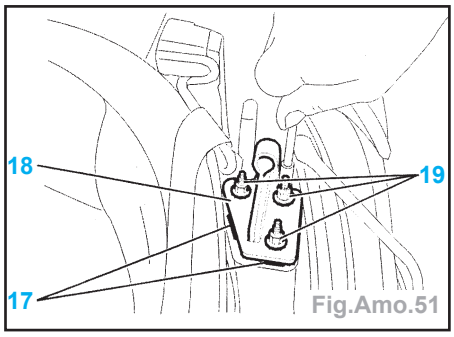

Fig.Amo.51
- Déposer les fixations D et G (19) et les platines (18) (Fig.Amo.51).